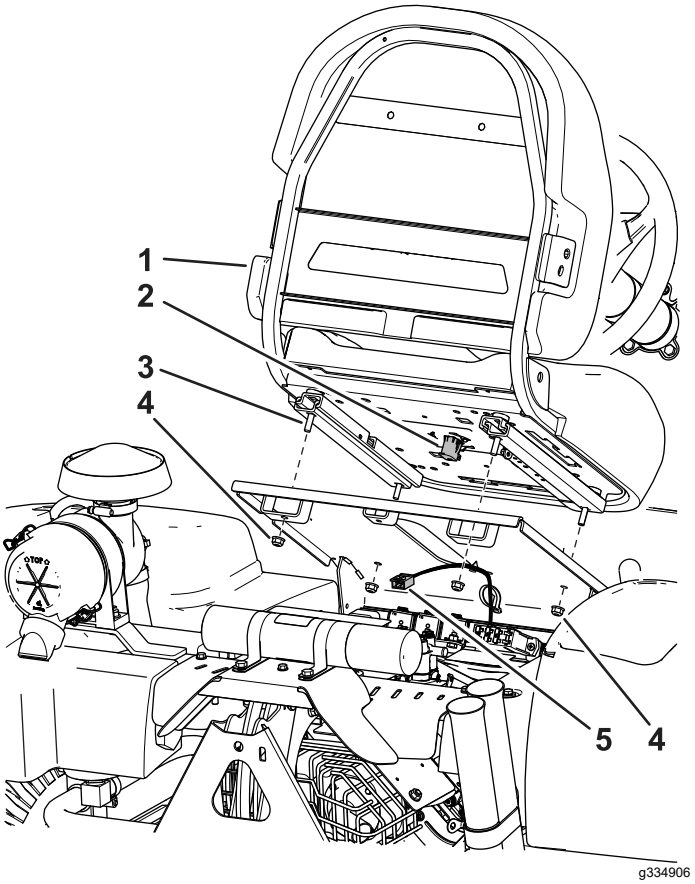

Figur 4
3. Fäst sätet på sätessockeln med de fyra muttrarna som du tog bort tidigare. Se Figur 4.
4. Leta reda på maskinkablaget och anslut det till sätesbrytaren (Figur 4).